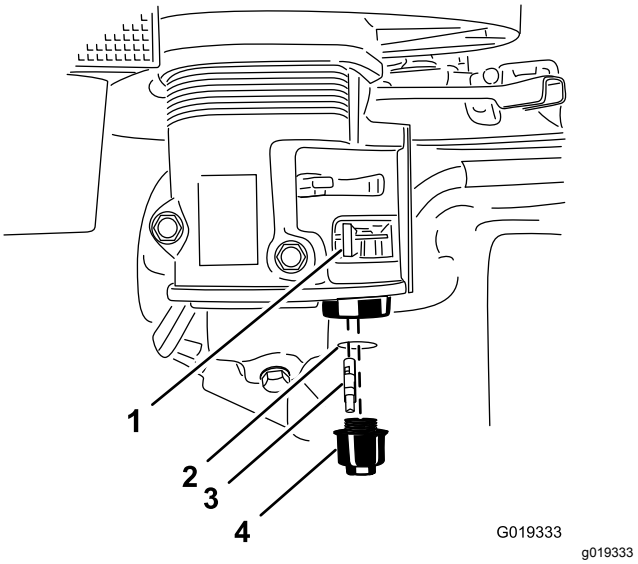

Figura 51
3. Mueva la palanca de la válvula de combustible a la posición de CERRADO, totalmente hacia la izquierda (Figura 51).
4. Desenrosque la taza de sedimentos (Figura 51).
5. Retire y conserve el filtro de combustible y la junta tórica (Figura 51).
8. Instale el filtro de combustible en la parte inferior del carburador (Figura 51).